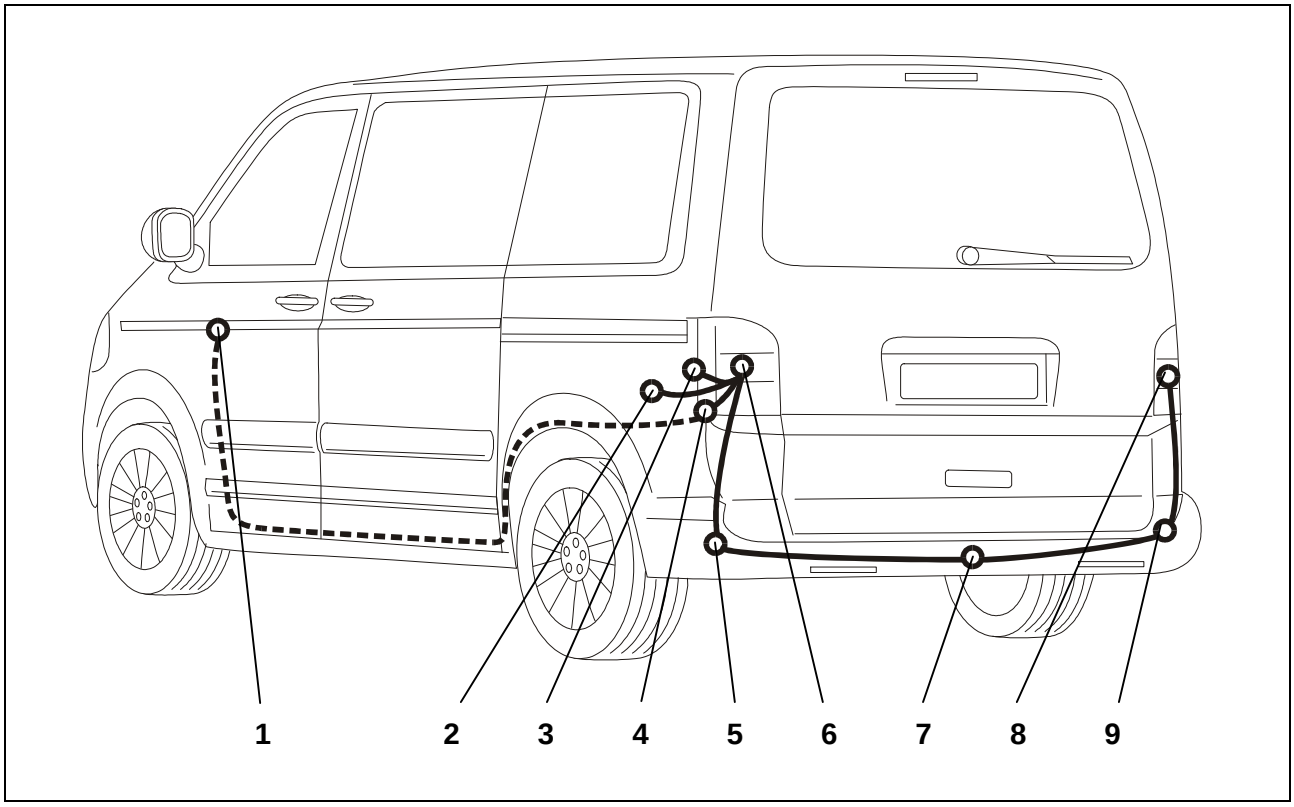

Fig. 1 : Aperçu du montage
3. Enfoncer la douille passe-câble ovale vers l'intérieur avec le conducteur de fil au niveau du feu arrière gauche (Fig. 1/6).
4. Retirer les tampons borgnes pour le passage du câble (Fig. 1/5).
5. Pousser un fil métallique fixe par la conduite du câble inférieure (Fig. 1/5) vers la conduite de câble supérieure pour les feux arrière (Fig. 1/6), jusqu'à ce qu'il sorte de la conduite de câble supérieure.
7. Tirer l'extrémité de la prise femelle du conducteur de fils par les conduites de câble, vers le bas jusqu'à la tôle de retenue de la prise (Fig. 1/7).
12. Connecter les autres fils dans le bâti de la prise (Fig. 1/7) comme indiqué au paragraphe *Affectation de la prise de courant* et faire glisser vers le bas le joint en caoutchouc sur la prise.